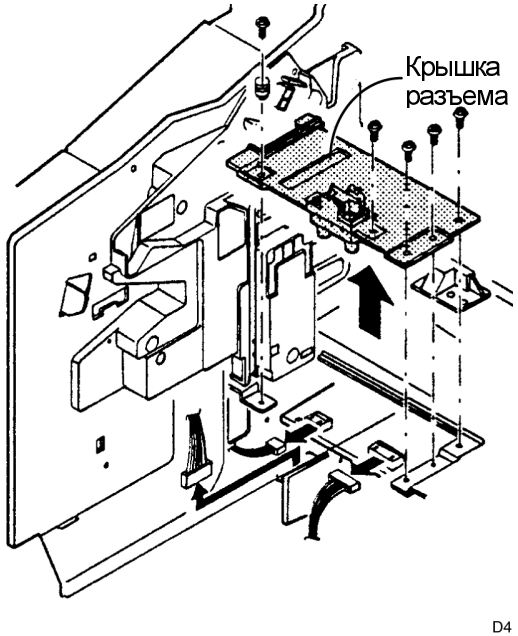

Рисунок 1. Снятие крышки разъема
2. (Рисунок 1): Отверните винты и снимите крышку разъема блока черно-белого проявления.